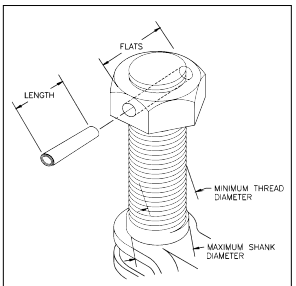

Figure 6
- See WARNING box and Figure 6 for special instructions for securing the nut to the shank at assembly.
- The minimum thread length engaged in the nut should not be less than one (1) thread diameter.
- All nuts must be secured to the shank by cross drilling the nut and threaded shank and inserting the appropriate coil type spring pin (See WARNING box and Figure 6 for special instructions).
- Coil type spring pin must be as long as the distance across the nut flats or diameter (See Figure 6).